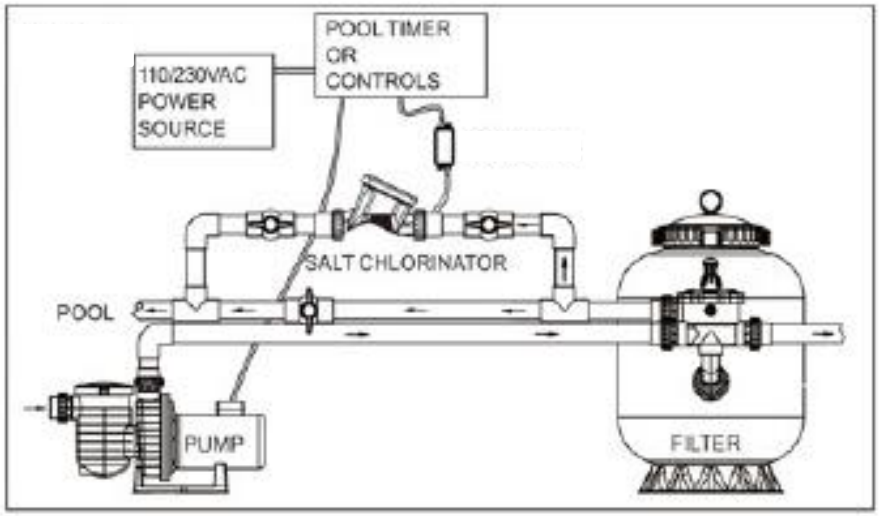

Figura 1 - Schema di installazione con by-pass
4. Il generatore deve essere installato sul by pass della tubazione, prima che la tubazione ritorni alla piscina per il processo di trattamento dell'acqua. Una valvola regolabile deve essere installata sulla tubazione principale (come mostrato nella figura 1).
- nella figura 1 è mostrata l'installazione orizzontale, consigliata;